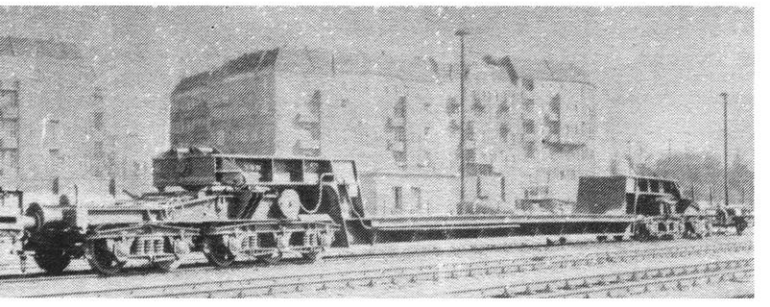

Bild 3 Gesamtansicht des 10achsigen Schwerlastwagens
2. Schwerlastwagen mit 15 m Tiefladelänge (Bild 3)